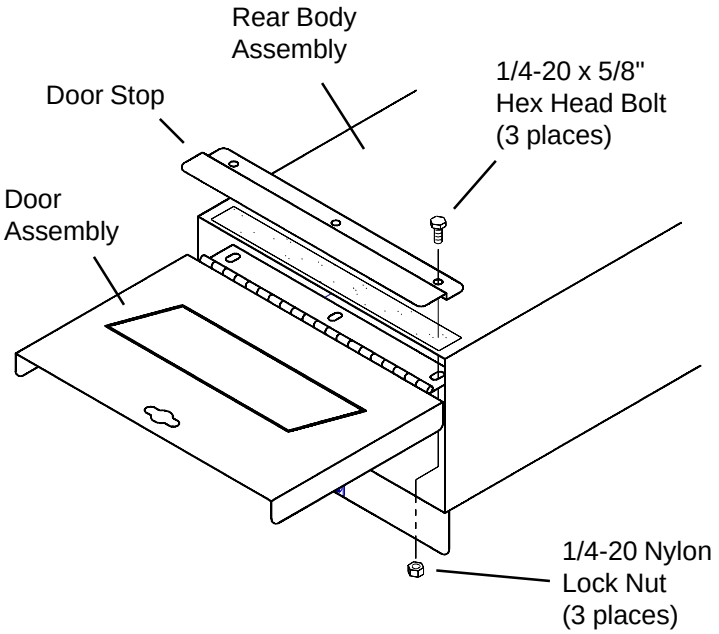

Figure 3. *Door Stop and Door to Body Assembly*
2. Place the Door Stop on top of the Rear Body Assembly and the Door inside. Poke the fasteners through the Weatherstrip, and loosely fasten the Door Stop and Door. Center the Door on the Rear Body Assembly, then tighten the bolts (*see Figure 3.*).